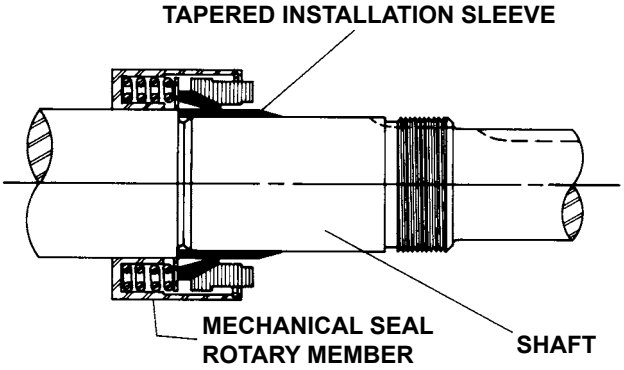

FIGURE 10
4. Start rotary member on shaft and ease over tapered sleeve **(See Figure 10).**